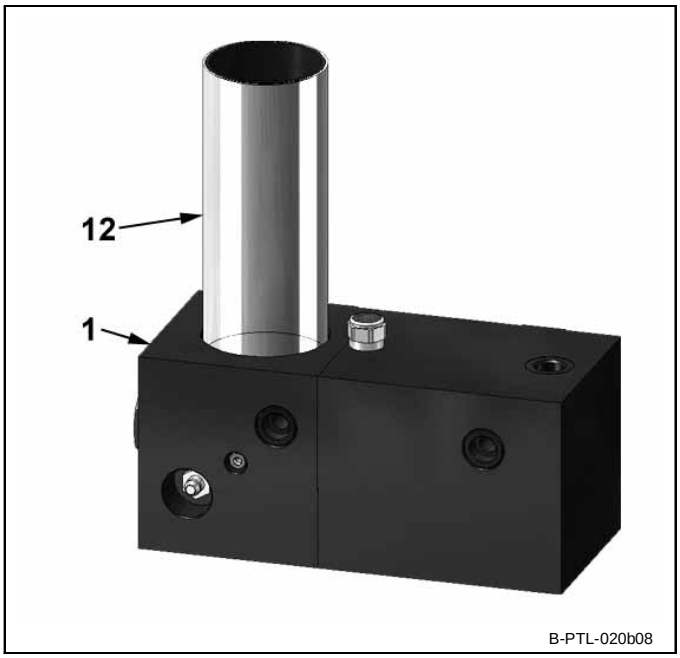

Fig. 9 Replacement of Cartridge
- Press cartridge slightly into the cartridge, the screw it into the housing hand-tightly (as shown in Fig. 9).